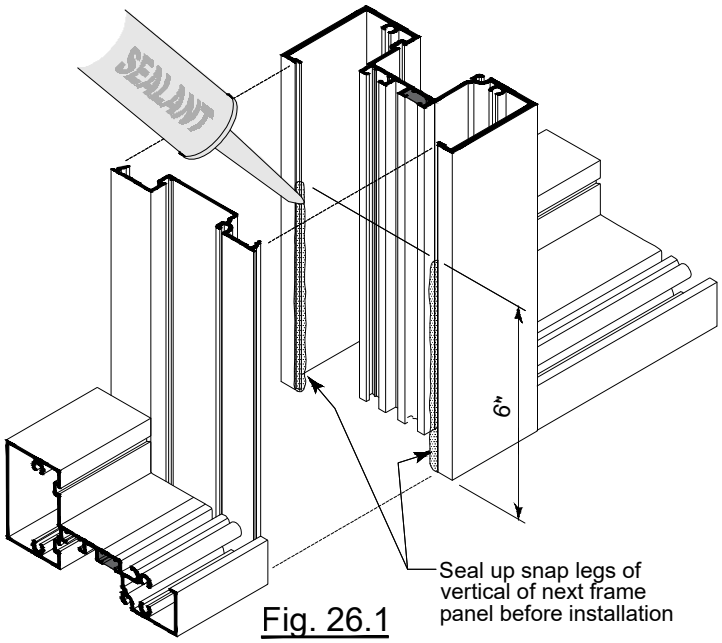

Fig. 26.1
C. Prior to installing the next frame, run a 6” bead of sealant at the bottom of the vertical mullion snap detail. SEE Fig. 26.1.